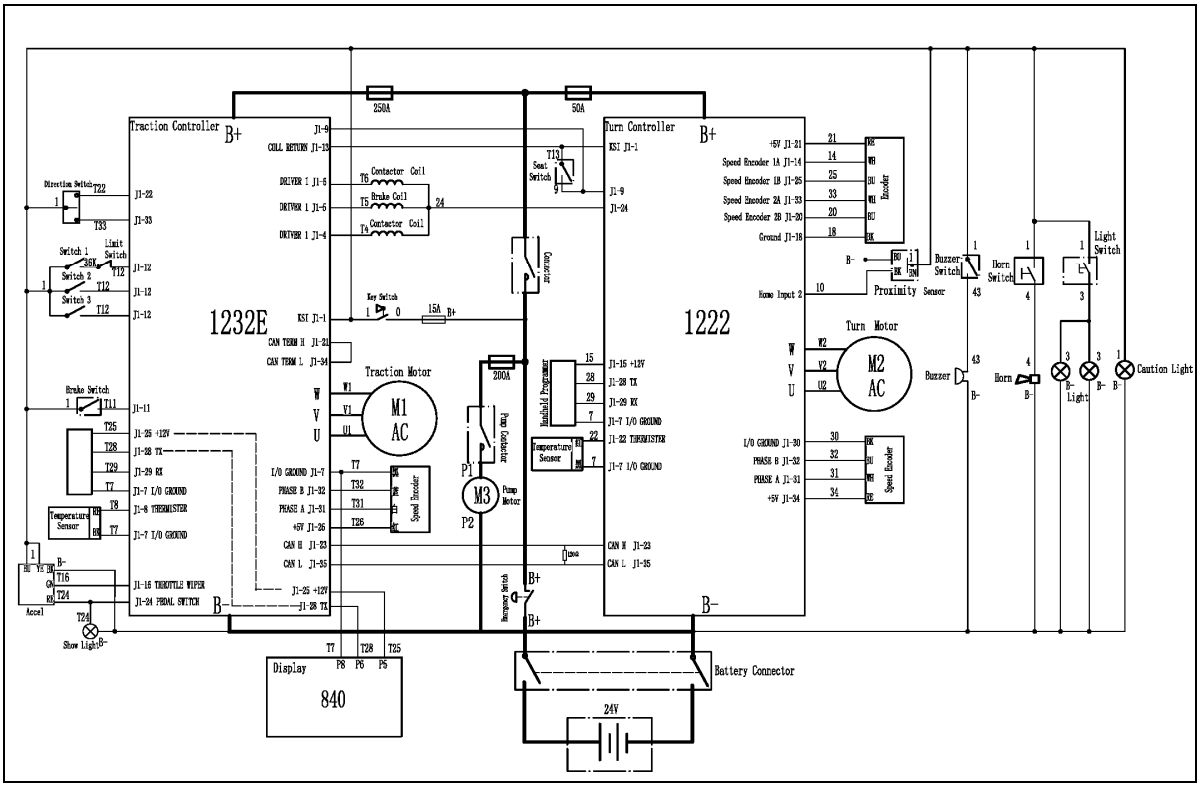

Figure 2-28 Schematic of electrical system of FE3R06-12
(8) Mount the brake shoe guide plate to the support pin, and then mount the return spring of the brake shoe. First install the main shoe and then install the auxiliary shoe. See figure 2-28
(9) Mount the regulator, the regulator spring, ejector Pin, return spring of the ejector Pin. The following points shall be noted:
The electrical system of FE3R06-12 three-wheel AC electric forklift is powered by an 80V battery and traction is enabled by the AC motor. The lifting force is generated in a way as follows: the DC motor drive pump to generate oil pressure, and then hydraulic pipes work on the hydraulic cylinders on both sides of the frame to achieve lifting of the fork. The lighting system is powered by a 24V voltage.Schematic of electrical system See Figure 2-28